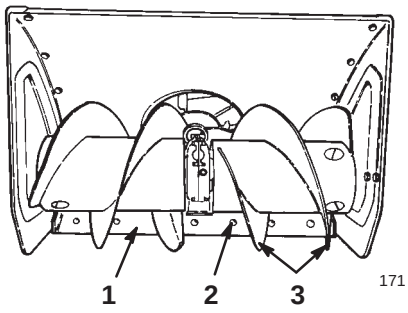

Bild 28
2. Schlossschraube (6)
6. Die **Schneckenblätter** sollten 3 mm vom Boden entfernt sein (Bild 28).
8. Zur Einstellung der Schürfleiste lösen Sie die Schlossschrauben, mit denen die Schürfleiste am Schneckengehäuse befestigt ist, richten die Schürfleiste ein und ziehen die Schlossschrauben wieder an (Bild 28).